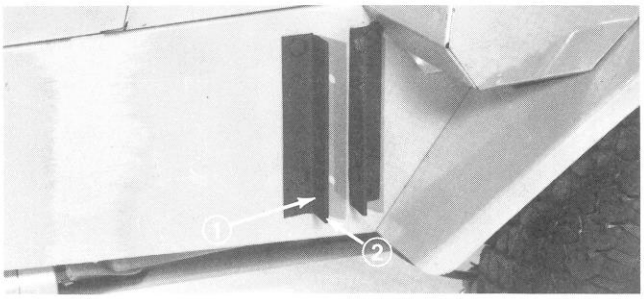

Figure 16
2. Mark and drill (8) 13/32" dia. holes at locations shown on template.
3. Positioning brackets as shown in Fig. 16, and using appropriate bracket holes, mount brackets to frame with (1) 3/8-16x2" lg. capscrew, (7) 3/8-16x1¼" lg. capscrews, (8) 5/16 washers, and (8) locknuts. Use 2" lg. capscrew to secure bottom of rear bracket.